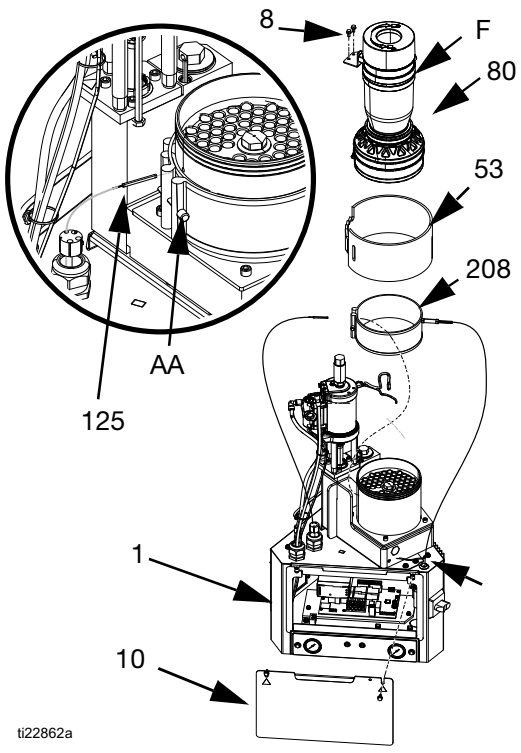
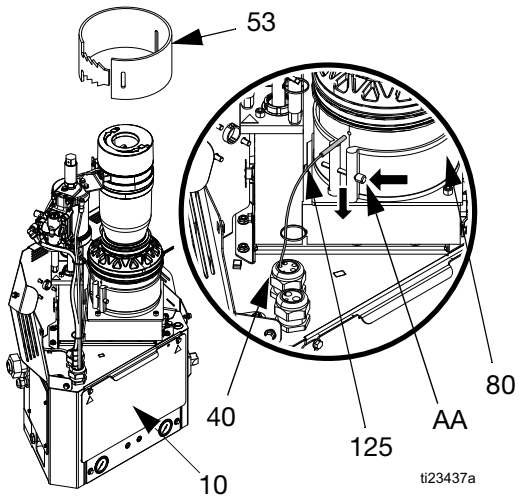
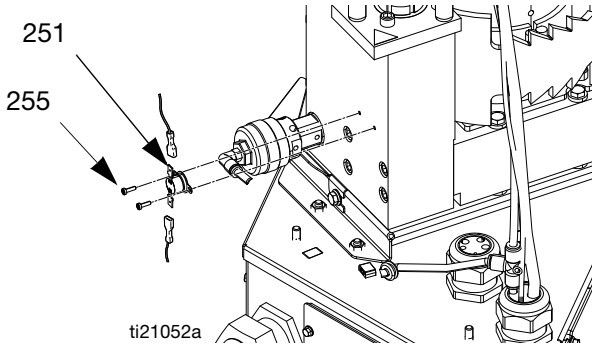
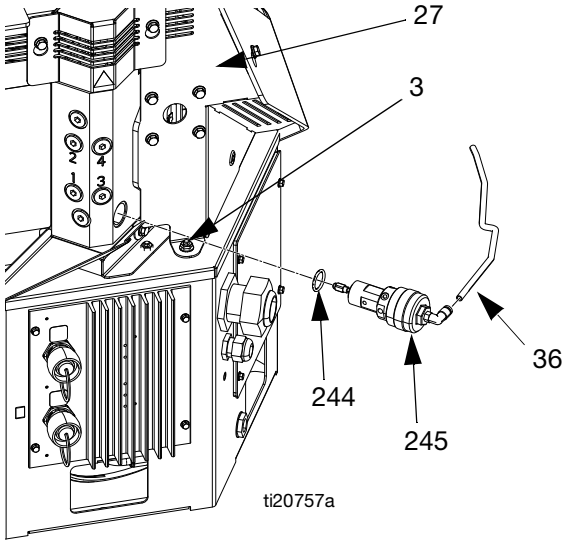

**FIG. 39**
**FIG. 40**
**FIG. 41**
**FIG. 43**
5. Remove cable from ADM (30) then slide forward the shroud (29) and remove it from the system.
6. Remove screws (8) then remove electrical enclosure front access door (10).
8. Remove the air tube (36) from the relief valve (245). Pull the air tube from the metal shroud (27).
9. Remove nuts (3) on the back metal shroud (27) then remove shroud.
10. Remove fabric melter insulator (53).
11. Loosen screw (AA) then remove sensor (125). See FIG. 40, page 69.
12. Loosen hose clamp (81) then remove funnel (FF).
13. Remove wire connectors from the over-temperature switch (251).
14. Remove insulators (53, 75) from the melter assembly (5).
15. Disconnect the fill sensor cable from the fill sensor (20). See **Replace Fill Sensor**, page 76.
17. Remove the air tube from the air motor (218).
18. Loosen screw (AA) then remove sensor (125). See FIG. 39 on page 68.
19. Disconnect ground screw (87) and ring terminal (88) from melter assembly.
6. Connect air tube to air motor (218).
7. Connect fill sensor cable to the fill sensor (20).
9. Install funnel (FF) then tighten clamp (81).
10. Install temperature sensor (125) into melter then tighten screw (AA) on band heater. See FIG. 39 on page 68.
11. Install insulators (53,75) onto the melter assembly (5).
12. Connect ground wire ring terminal (87) and ground screw (88) to melter assembly (5).
13. Connect wire connectors to the over-temperature switch (251). See FIG. 41 on page 70.
14. Use nuts (3) to install metal shroud (27).
15. Pull the relief valve air tube (36) through the metal housing then attach air tube to relief valve (245).
16. Install front access door (10) onto electrical enclosure (1).
18. Reconnect all heated hoses to the melter outlet manifold (203).
### Disassembly (see FIG. 39):
### Reassembly (see FIG. 39):
6. Install electrical enclosure access door (10). See FIG. 39.
7. Use clamp (80) and screws (8) to install funnel assembly (F) on melter assembly. Ensure rubber housing is fully seated on melter or incorrect
**Disassembly (see FIG. 40):**
4. Remove air tube (36) from relief valve. Pull the air tube through the metal shroud (27).